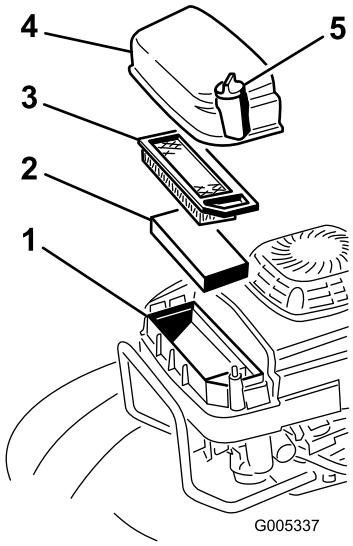

Figur 26
2. Lossa den skruv som håller fast luftfilterskyddet (Figur 26).
3. Ta bort skyddet och rengör det noga (Figur 26).
4. Ta bort och kontrollera pappersluftfiltret (Figur 26). Släng det om det är väldigt smutsigt.